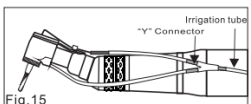

Fig.15
Connect the ends of the y-connector to the external spray nozzle and internal spray nozzles refer as detailed in procedures (1) and (2(Fig . 15 / 16).